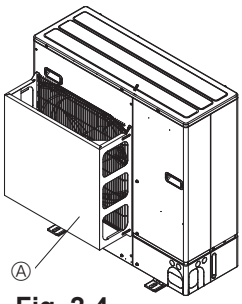

Fig. 2-4
② Install an optional air outlet guide and air guide if the unit is installed in a location where strong winds from a typhoon, etc. may directly enter the air outlet. (Fig. 2-4)